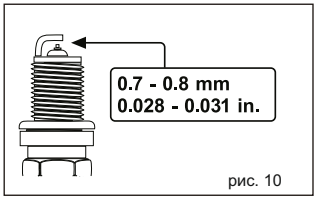

рис. 10
2. Зніміть ковпачок свічки запалювання (B) (рис. 10).
4. Зніміть свічку запалювання (A) за допомогою ключа, що є у комплекті.